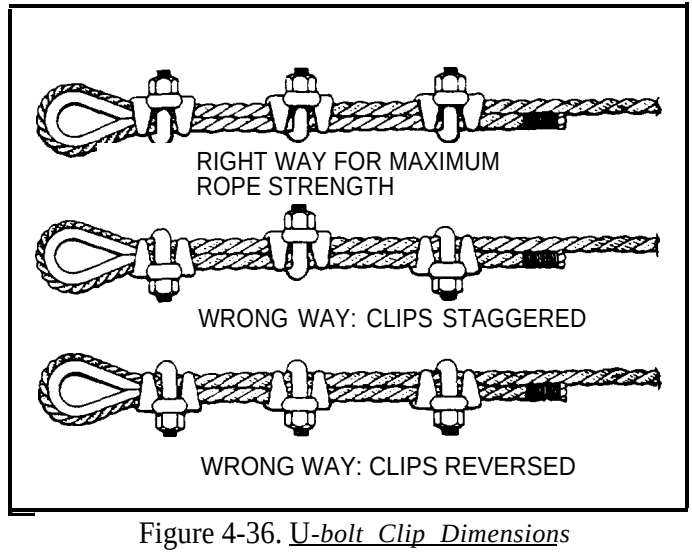

Figure 4-36. *U-bolt Clip Dimensions*
1. Turn back the specified amount of rope from the thimble. Apply the first clip one base width from the dead end of the wire rope (U-bolt over dead end; live end rests in clip saddle). The U-bolt must be applied so that the "U" section is in contact with the dead end of the rope (Figure 4-36). Tighten nuts evenly to recommended torque.